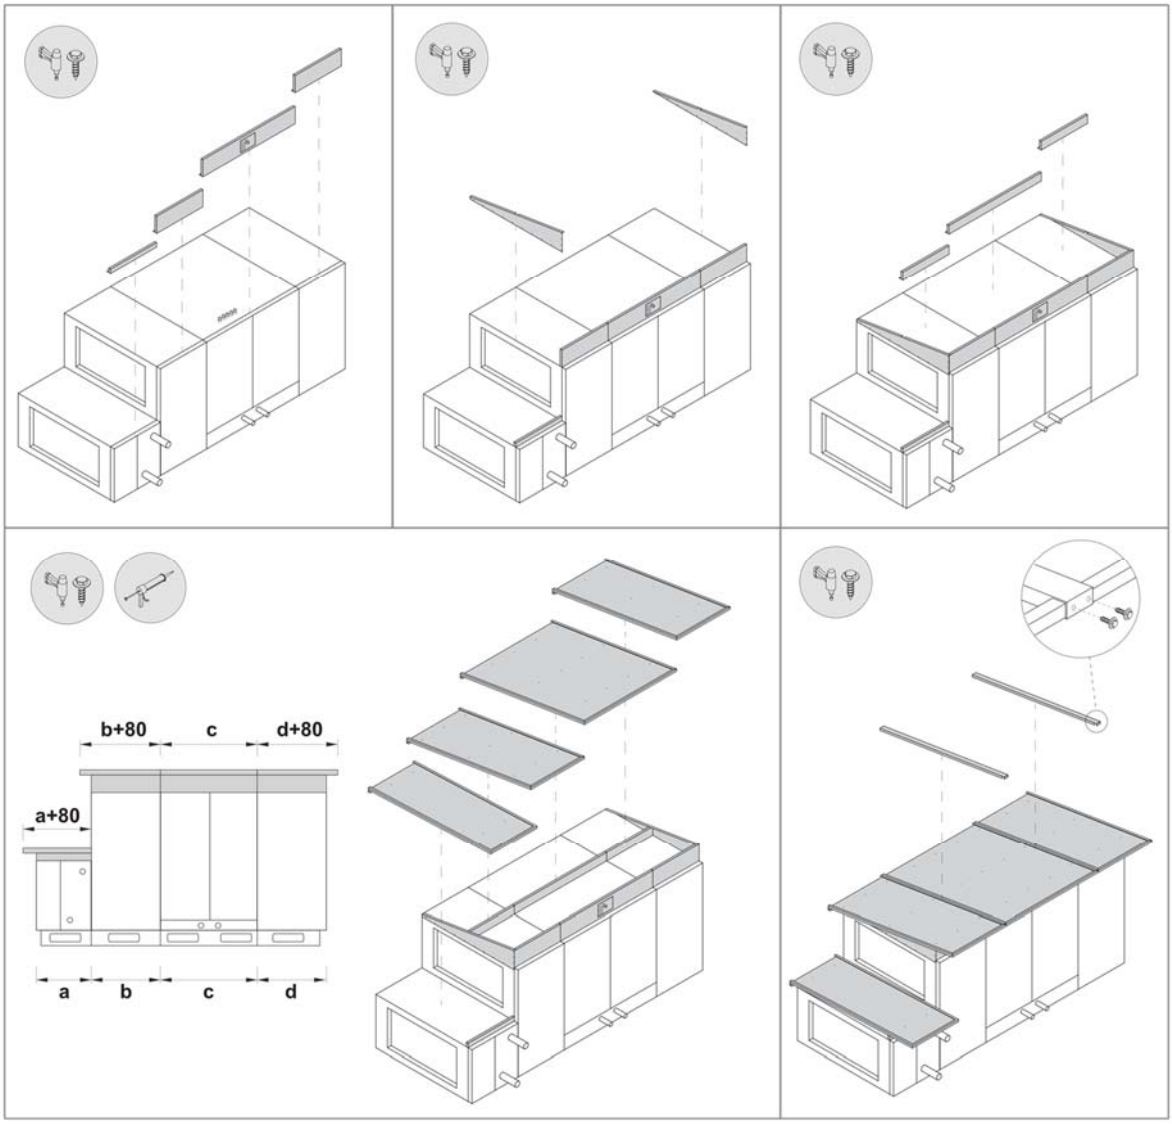

Рисунок 5 - Схема монтажа крыши
5.1.5 Смонтируйте крышу (если предусмотренна) согласно схемам монтажа (Рисунок 5).